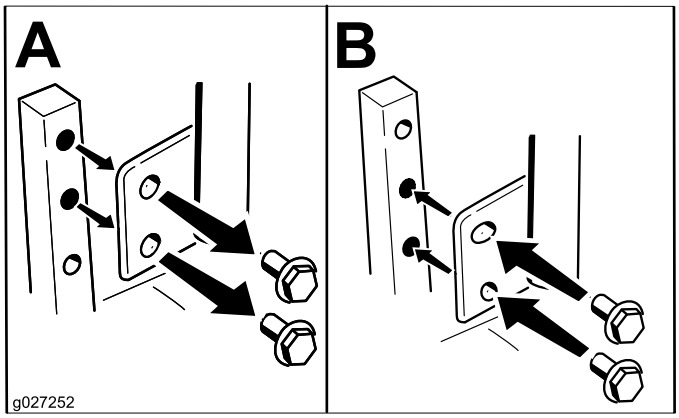

Figuur 19
U kunt de rijhendels hoger of lager afstellen, voor meer comfort (Figuur 19).
2. Draai de onderste bout los totdat u de rijhendels naar voren of naar achteren kunt bewegen (Figuur 19).